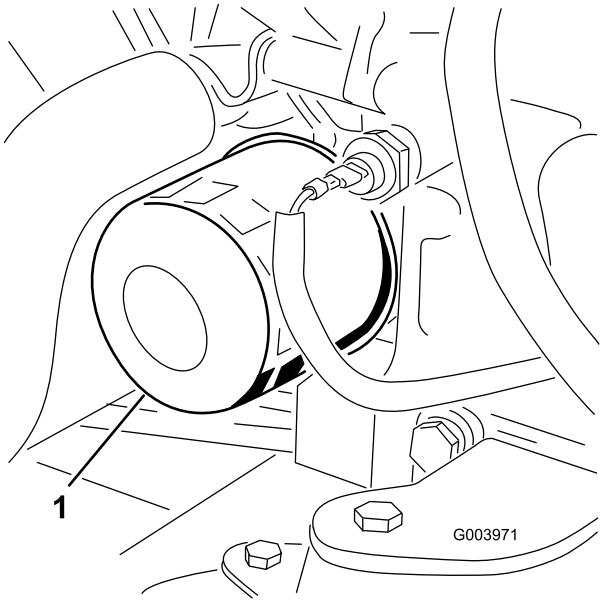

Figur 54
3. Avlägsna oljefiltret (Figur 54).